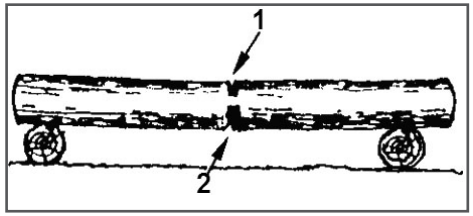

Рис. 15 Пропилы при раскряжевке дерева на двух опорах
1. Бревно лежит на двух опорах (Рис. 15). Разгрузочный пропил (1) на 1/3 бревна делается сверху. Основной пропил (2) делается снизу навстречу разгрузочному пропилу.